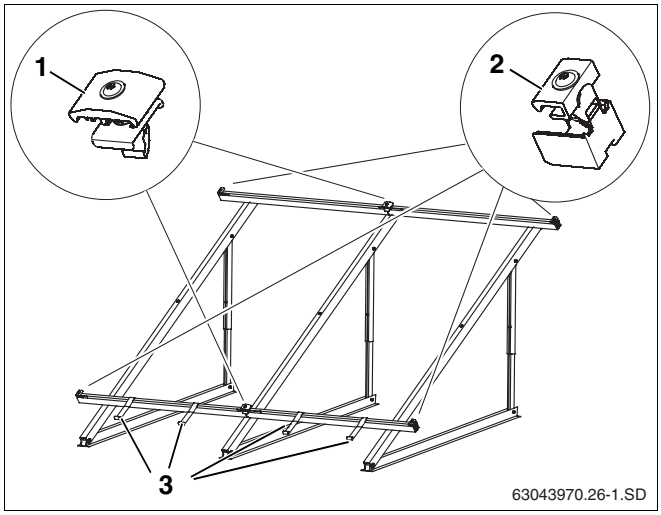

Afb. 44 Bevestigingselementen voor de collector
De collectoren worden op de profielrails bevestigd met behulp van de enkelzijdige collectorspanners (afb. 44, **pos. 2**) aan het begin en aan het einde van een collectorrij en van de dubbelzijdige collectorspanners (afb. 44, **pos. 1**) tussen de collectoren.
Met behulp van de beveiligingen tegen afglijden (afb. 44, **pos. 3**) wordt verhinderd, dat de collector wegglijdt.